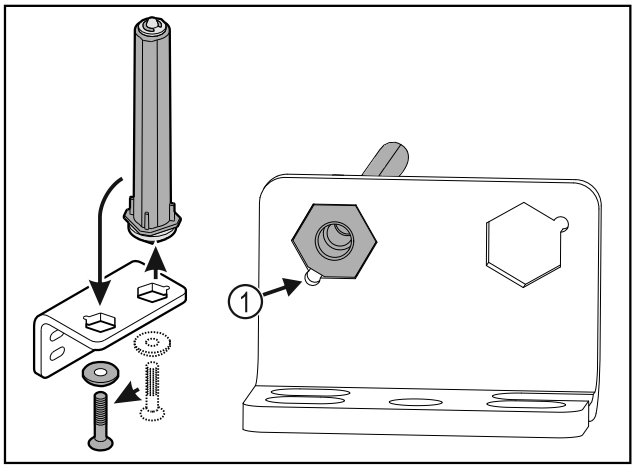

Fig. 32
▶ Проследите за тем, чтобы при установке скос пальца *Fig. 32 (1)* указывал в направлении круглого отверстия.